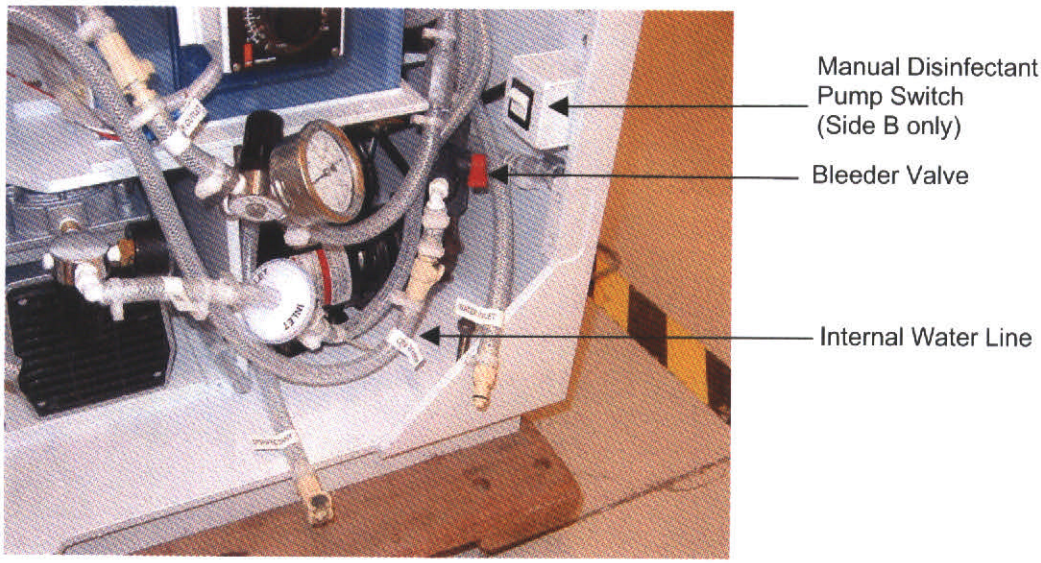

Figure 7. Internal Water Filter Line
10. Attach the bottom, internal water filter line to station B's disinfectant pump's bleeder valve line. Open the disinfectant pump, bleeder valve. Refer to Figure 7.